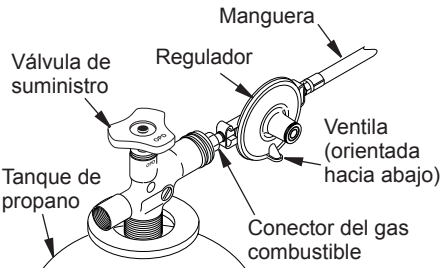

Figura 7 - Regulador externo con la ventila apuntando hacia abajo
2. Conecte el conector de gas combustible del conjunto de manguera y regulador a los tanques de propano (consulte la figura 7). Gire el niple en sentido contrario al de las manecillas del reloj sobre las roscas de la válvula del tanque. Apriete firmemente usando una llave.